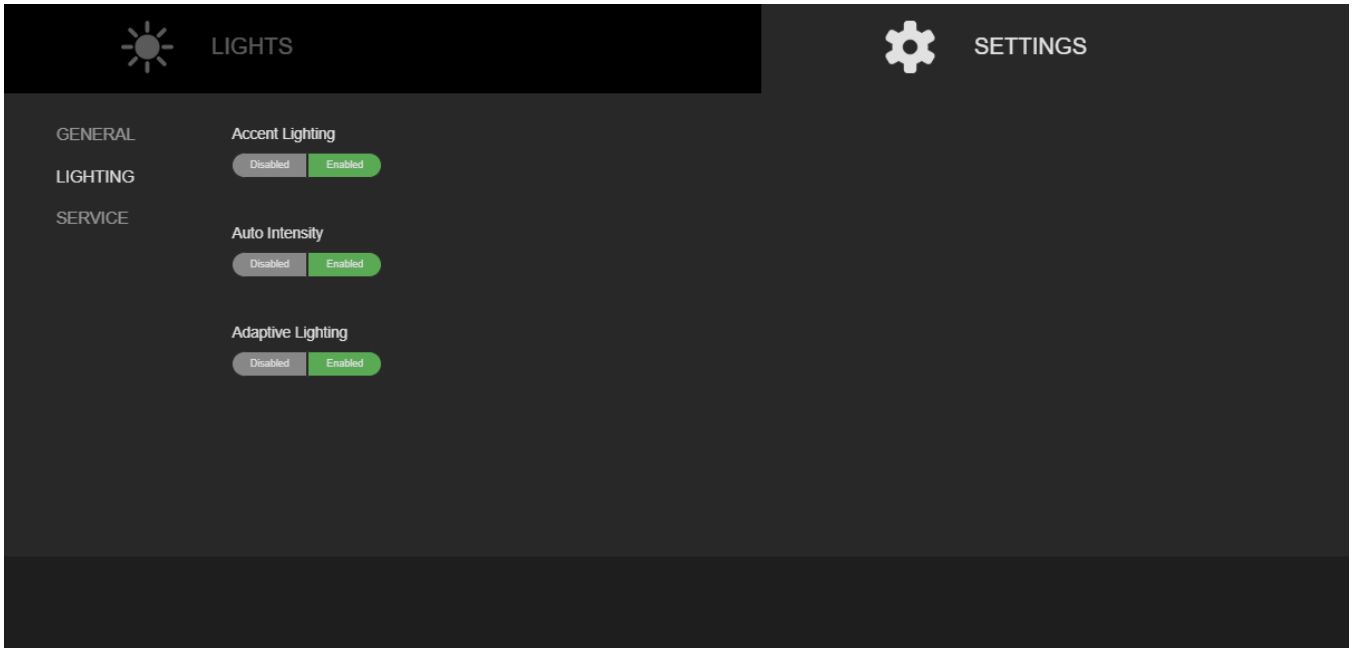

Figura 6-43. Iluminación adaptable
1. Pulse el botón Configuración en el IWC. Consulte la *Figura 6-43*.